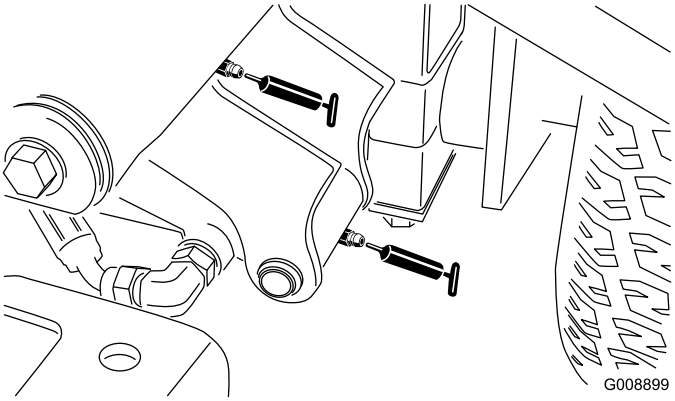

**Figur 34**
- Främre vänster lyftarmstapp och lyftcylinder (2) (Figur 34)